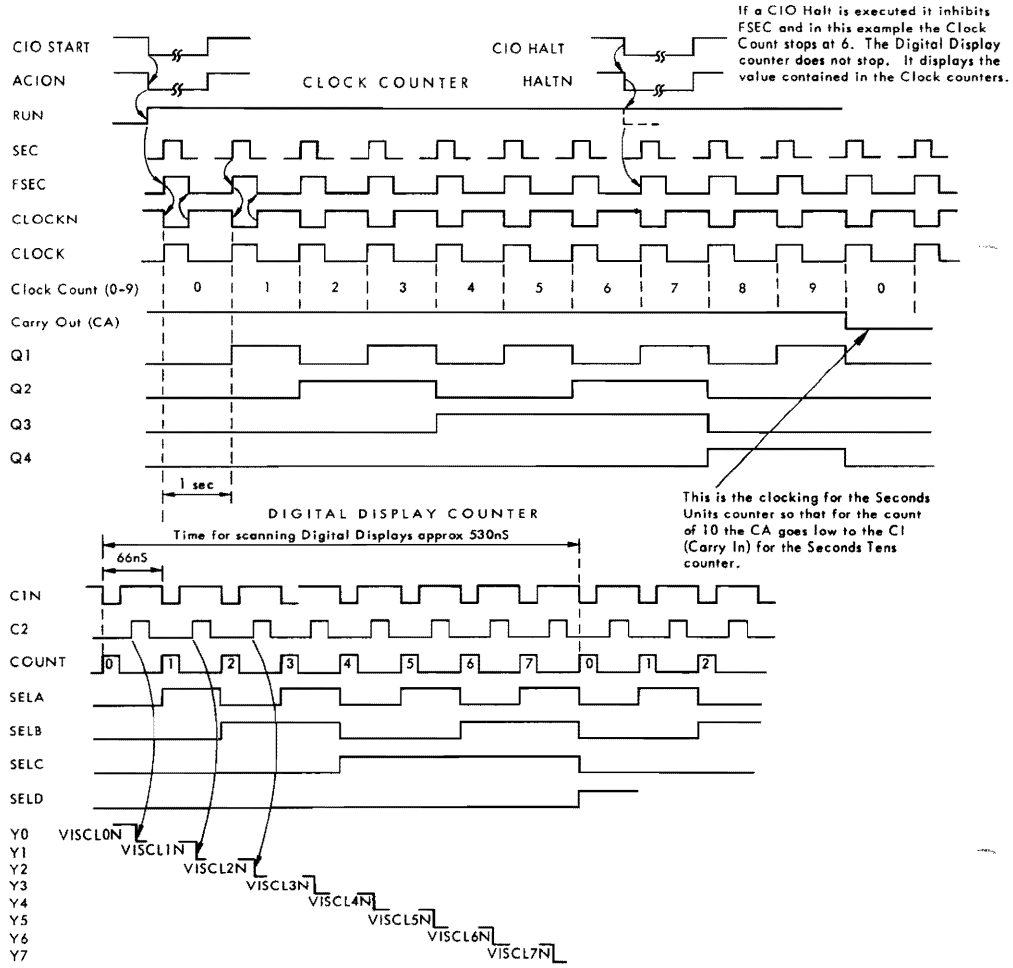

Figure 7-4 Normal Clock Operation
7.31 Clock Operation (Figure 7-4)